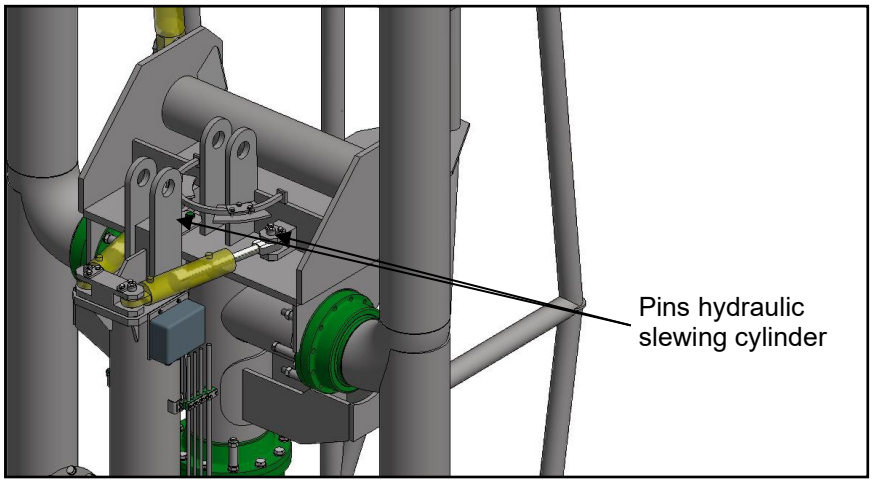

Figure 3
- Remove the pins of the hydraulic slewing cylinders at the side of the riser and slew the cylinders out of the blocks (figure 3). It is not necessary to disconnect the hydraulic hoses.